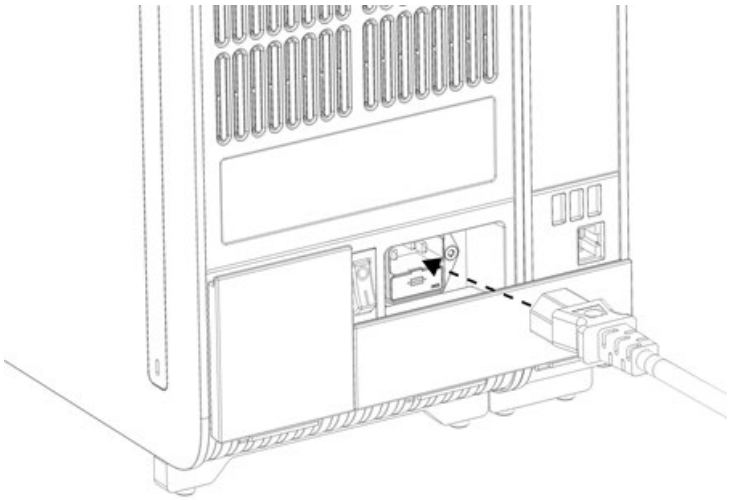

Figur 20. Koble til strømledningen.
8. Koble strømledningen som ble levert med QIAstat-Dx Analyzer 2.0 til baksiden av den originale analytiske modulen (figur 20).